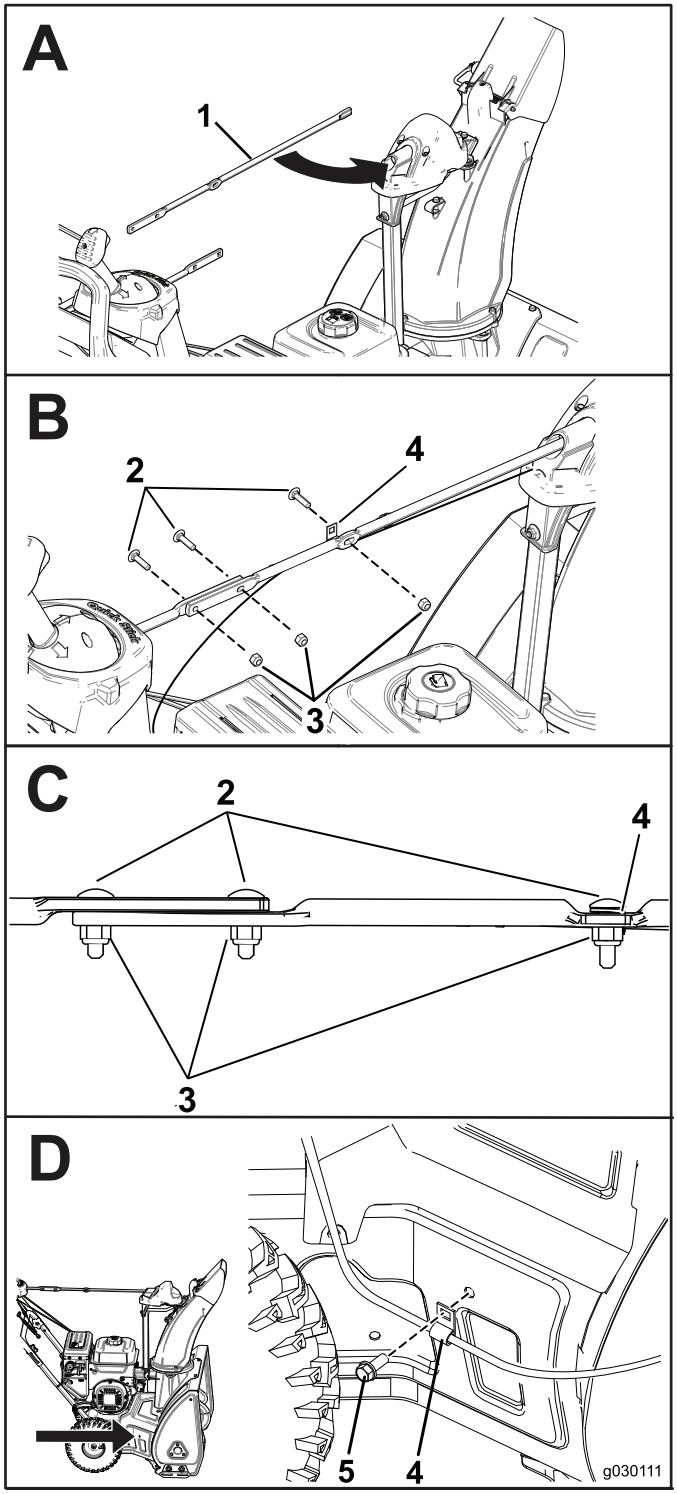

Rysunek 6
2. Zmontuj drążek sterujący tunelem wyrzutowym i zamocuj kable (Rysunek 6).